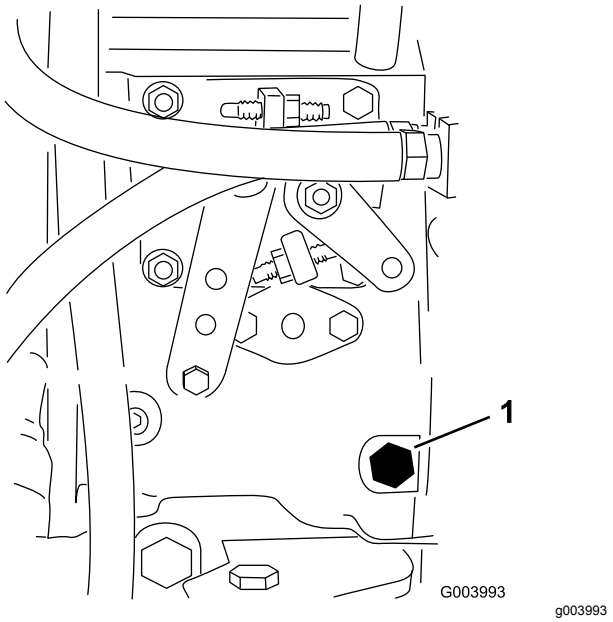

**Figur 34**
3. Åpne lufteskruen på pumpen for drivstoffinnsprøyting (Figur 34) med en 12 mm-skrunøkkel.